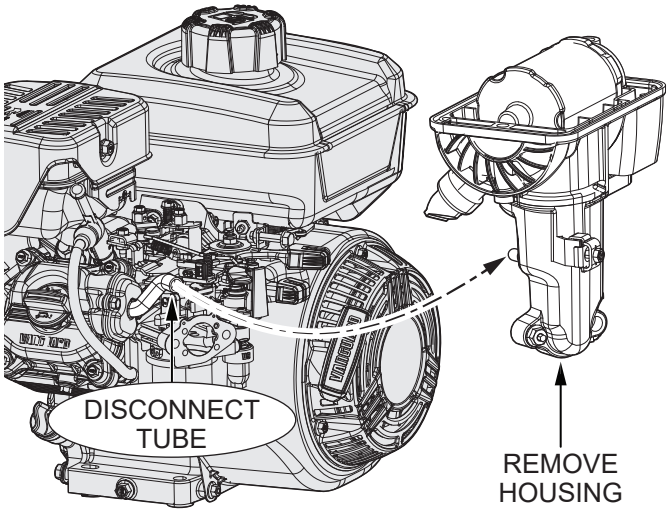

Figure 12. Remove Housing
7. Disconnect the **breather tube** (Figure 12) from the **housing** and remove the housing.